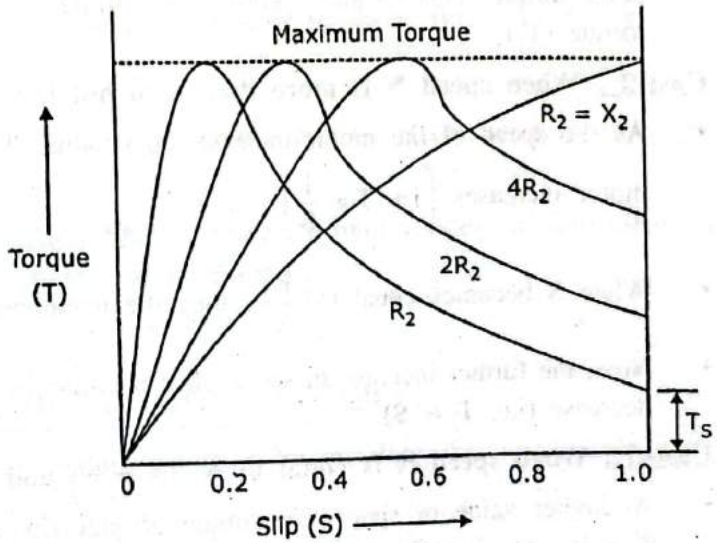

FIG. 4.12 : TORQUE - SLIP CHARACTERISTIC
- The torque – slip characteristic of the induction motor is shown in Fig. 4.12. In general, the torque of the induction motor is given by